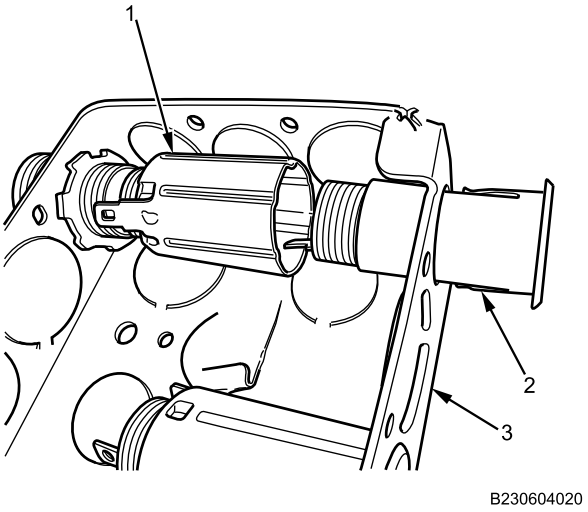

Figure 13. Junction Box.
9. Push 12V socket (Figure 13, Item 2) into junction box (Figure 13, Item 3) and install 12V socket retainer (Figure 13, Item 1) on socket by turning retainer clockwise. Tighten retainer securely.